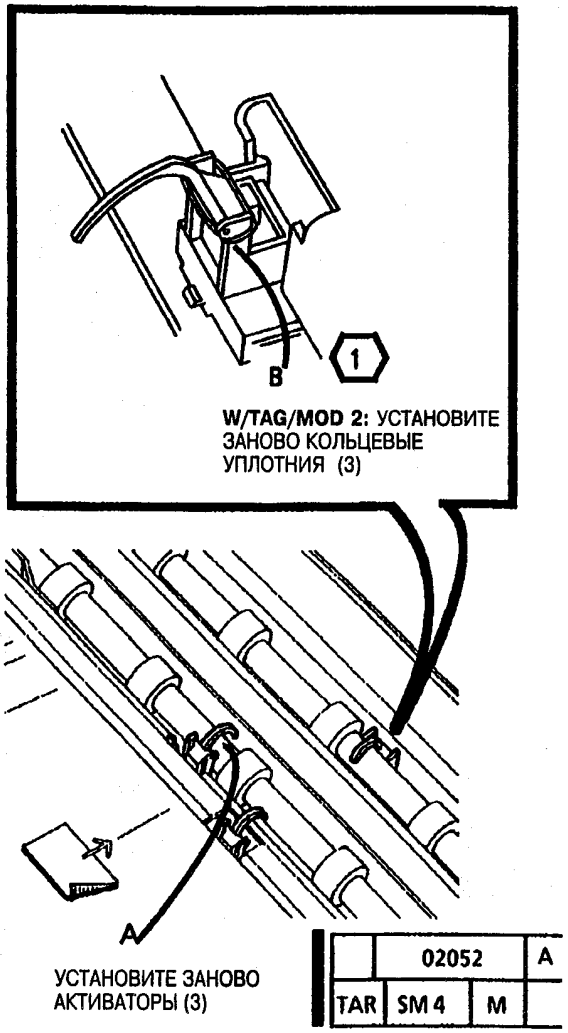

Рис. 6. Установите заново активаторы
3. (Рис. 6): Установите активаторы заново.